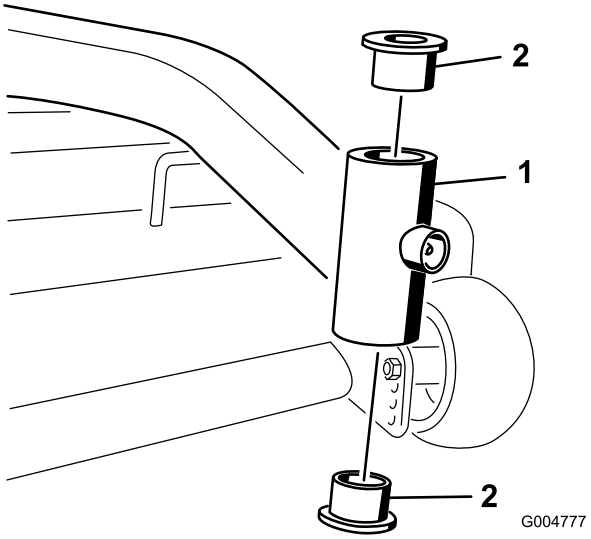

Figura 43
4. Introduzca un punzón botador en el tubo de montaje y con sumo cuidado retire los casquillos (Figura 43). Limpie el interior del tubo de montaje.